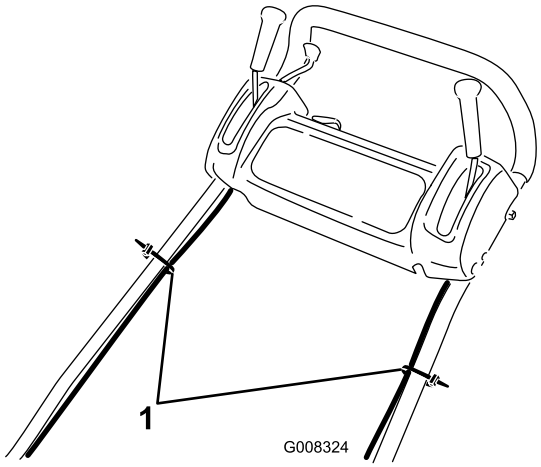

Figur 4
9. Fäst kablarna på handtaget med kabelband (Figur 4).